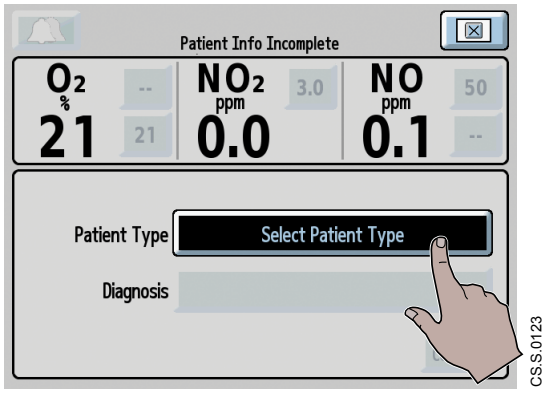

Figure 3-41 Selecting Select Patient Type
5. At the next screen (Figure 3-41), select **Select Patient Type** and rotate the control wheel to select **Neonate**, **Pediatric**, or **Adult**.